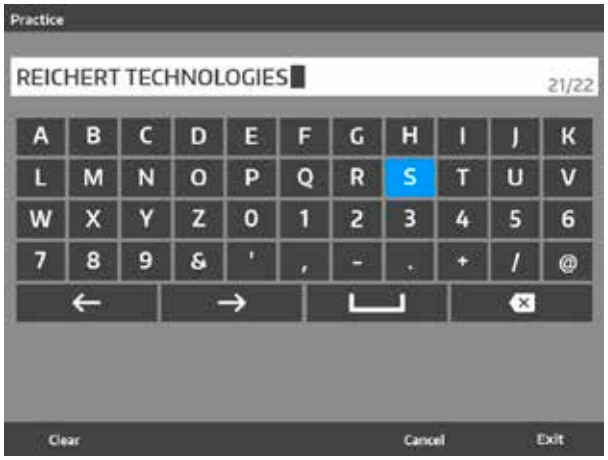

Figure IS-45 Menu Paramètres
2. Appuyer sur chaque caractère pour créer un nom de cabinet. Se reporter à la Figure IS-45.